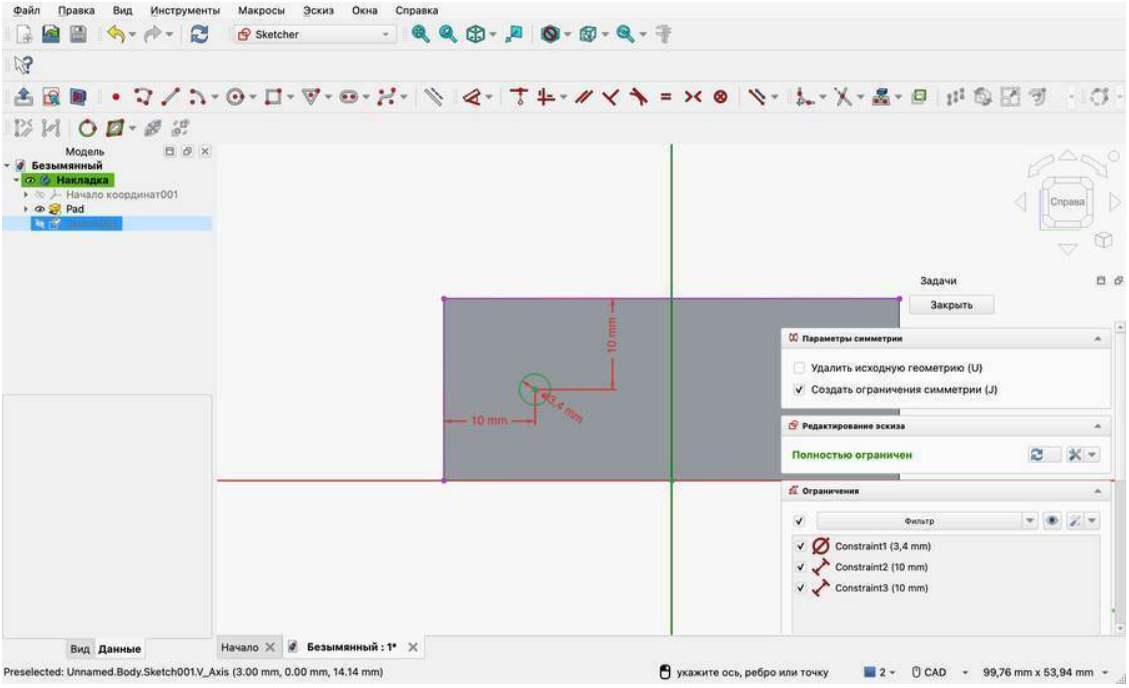

Рис. 6.6 — Зеркало с флажком «Создать ограничения симметрии»
14. Нажмите J: отметится «Создать ограничения симметрии (J)» (рис. 6.6).